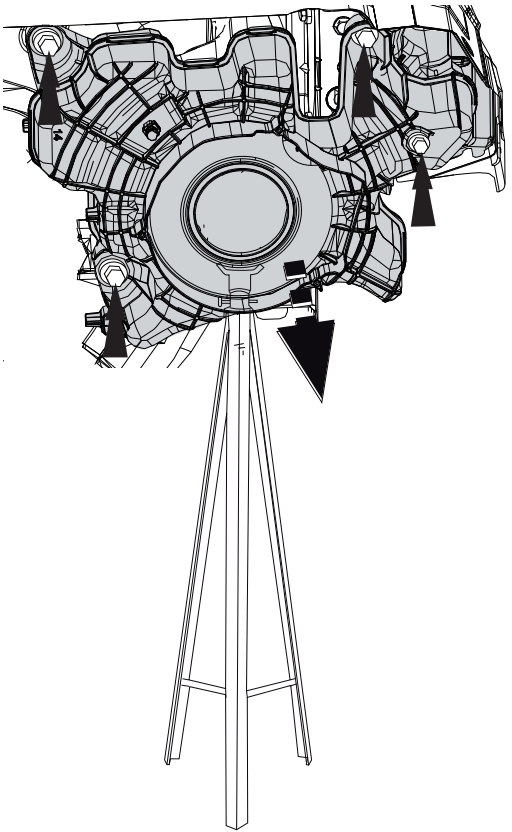

Fig. 2
2. Снять детали, указанные в рис. 2.